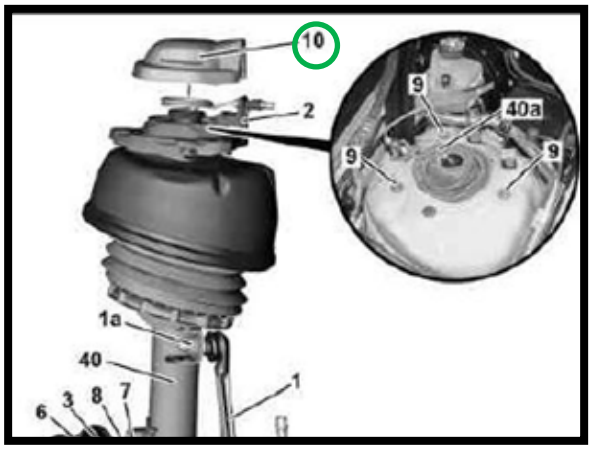

FIGURA 2 - N.º 10
4. RETIRE LA CUBIERTA DE LA PARTE SUPERIOR DEL PUNTAL NEUMÁTICO PARA PODER ACCEDER AL TUBO DE AIRE. (FIGURA 2 - N.º 10)